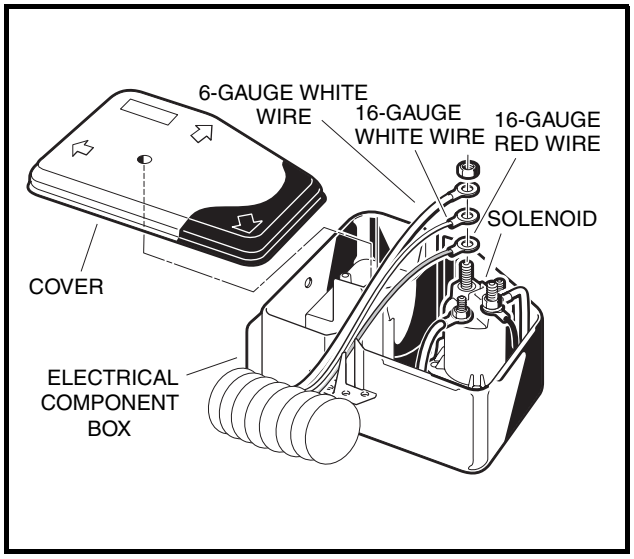

Figure 11-16 Solenoid Wire Removal
5. Remove the 6-gauge white wire, the 16-gauge red wire, and 16-gauge white wire from the large post of the solenoid. Do not allow the wires to touch the frame or other components of the vehicle **(Figure 11-16, Page 11-21)**.